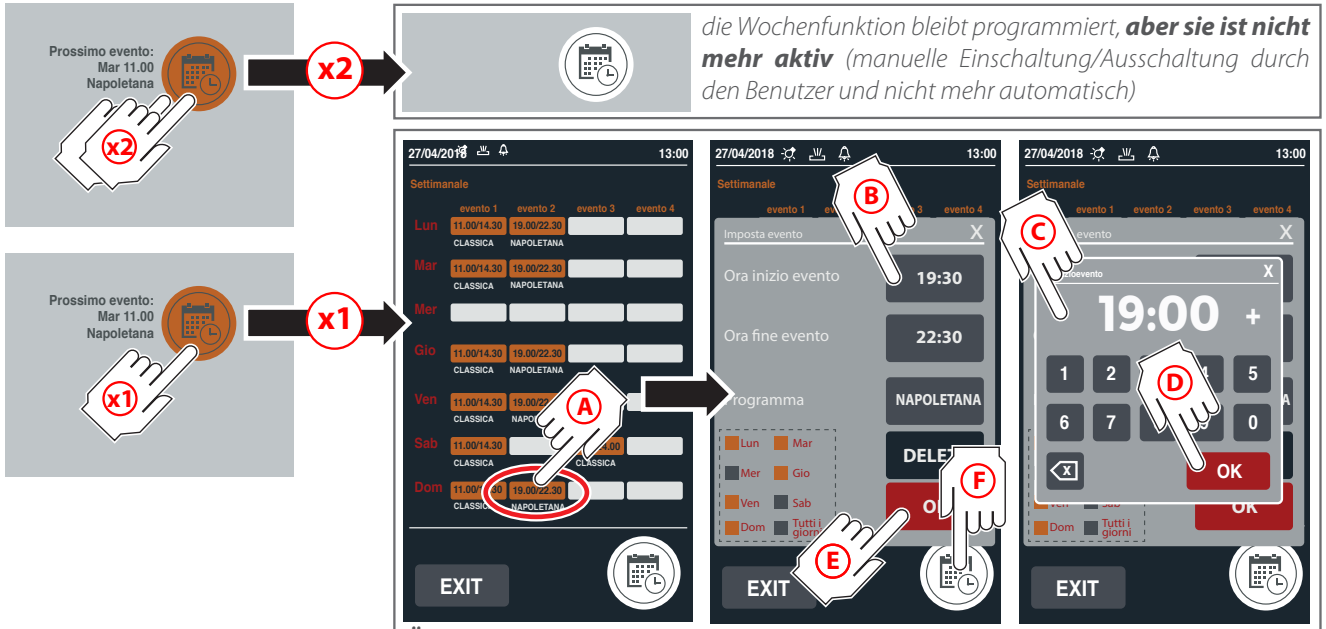

Abb. 27
▶ Abb. 27
*Zum **Annullieren** der gesamten Programmierung (manuelle Einschaltung und Ausschaltung durch den Benutzer und nicht mehr automatisch) die folgende Abbildung konsultieren* ▶ Abb. 27 (x2)
*Zur **Änderung** eines Ereignisses die folgende Abbildung konsultieren* ▶ Abb. 27 (x1)